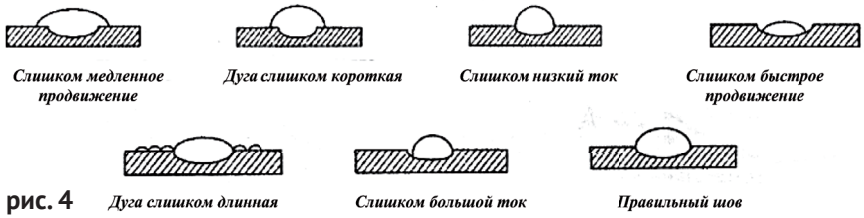

рис. 4
7.8 Параметры (нормального и с отклонениями) сварочных швов (см. рис. 4):